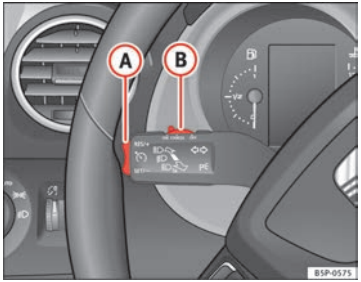

Fig. 153 Leva degli indicatori di direzione e degli abbaglianti: interruttore e tasto di comando del regolatore di velocità
- quando si sposta la leva (B) verso la posizione “CANCEL” senza arrivare a incastrarla nella posizione “OFF”. Una volta eseguita l'operazione “CANCEL”, nel lasciare la leva, essa ritorna alla posizione iniziale.
Per riattivare il regolatore di velocità, con il pedale del freno o quello della frizione non premuti e ad una velocità di viaggio inferiore ai 180 km/h, si deve premere la parte superiore del tasto **RES/+** ⇒ fig. 153 (A).